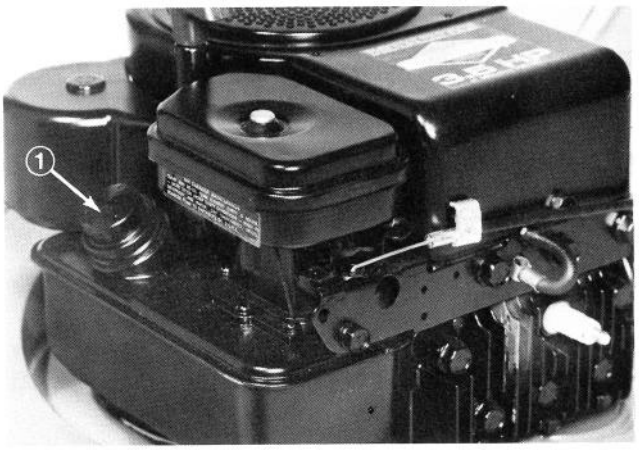

Afbeelding 4
1. Verwijder dop van de brandstoftank (Afb. 4).